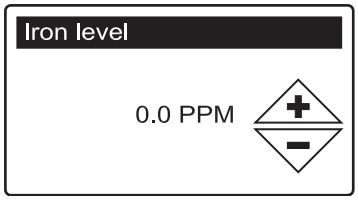

FIG. 32
5. Press the SELECT (○) button to display the Iron level screen (See Figure 32).